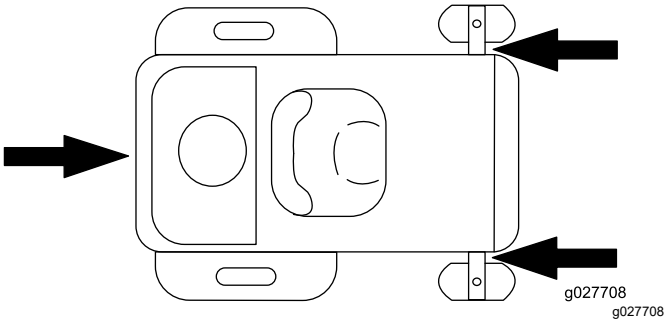

Rysunek 41
6. Unieruchom maszynę w pobliżu przednich kółek samonastawnych oraz tylnej ramy, stosując pasy, łańcuchy, przewody lub liny (Rysunek 41). Przestrzegaj lokalnych wymagań dotyczących mocowań.